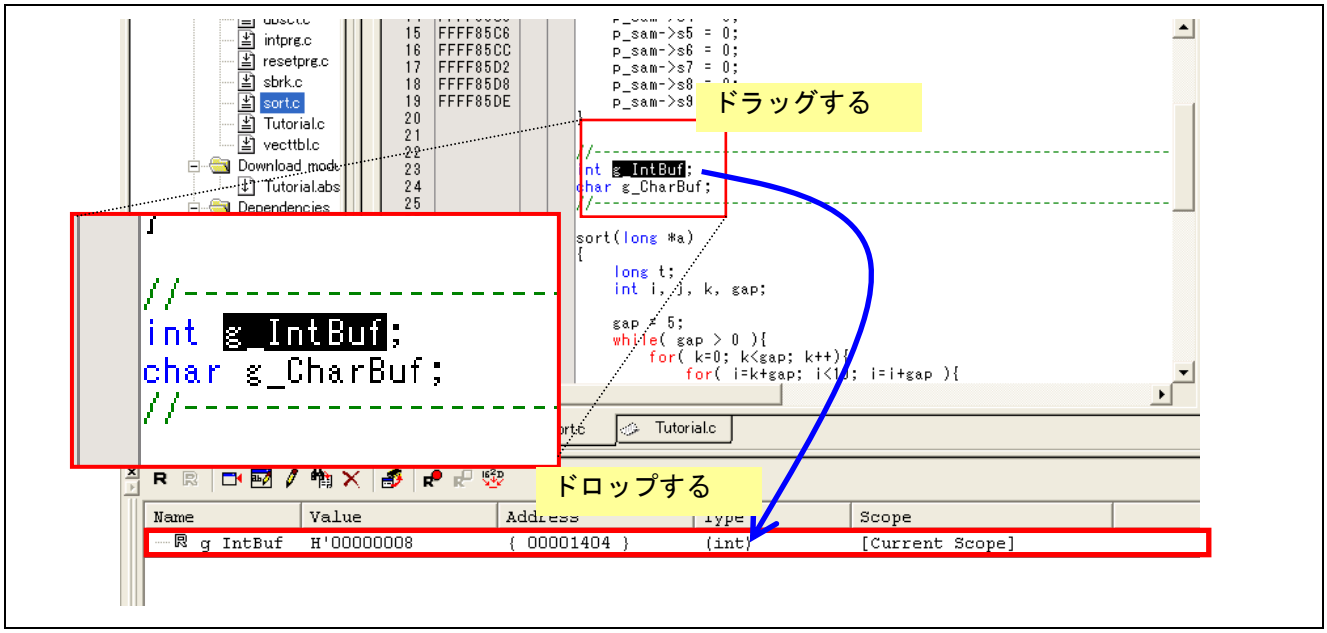

図 4.23　ウォッチ設定
(2) g_IntBufを選択しウォッチウィンドウにドラッグ＆ドロップします。図 4.23のようにウォッチウィンドウにg_IntBufが追加されますので、確認してください。